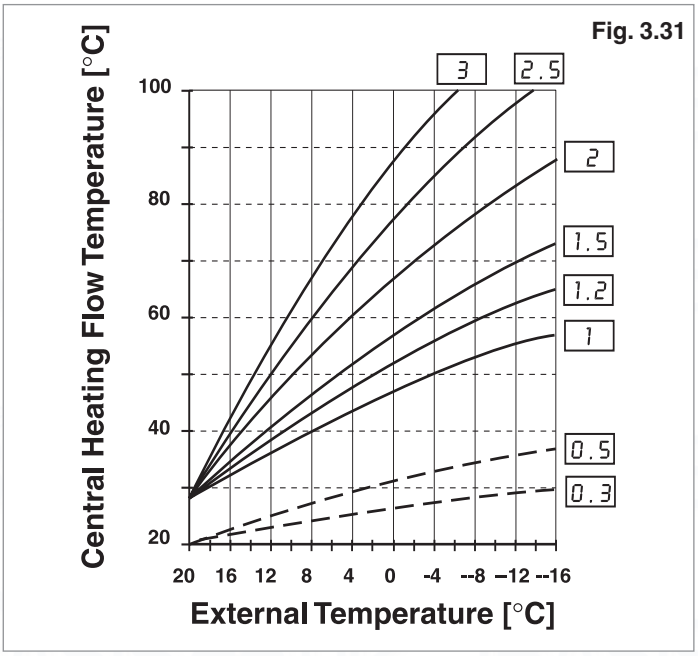

Fig. 3.31
3. Choose the curve required for the system from Fig. 3.31 and select by pressing the + and − buttons.
With parameter P 5 it is necessary to adjust the heat curve to one of those shown in Fig. 3.31. By using the programming keys + and −, the curve may be changed to select the required curve for the system.
b - by pressing the ⊖ key, the boiler is forced to operate at minimum power, two dashes appear at the bottom of the right-hand display (Fig. 3.31). This function is disabled by pressing the reset key.
4. Disable operation at minimum power by pressing the RESET key or press the ⊕ key to check the maximum value (dashes at top of display see Fig. 3.31).